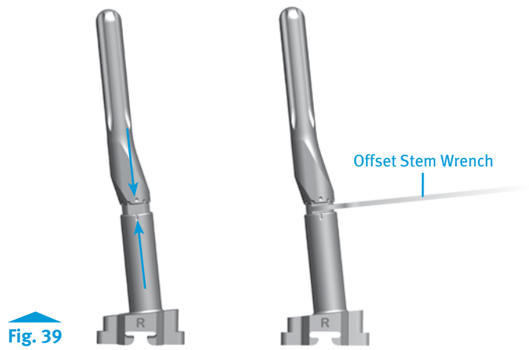

Fig. 39
- Rotate the Offset Stem Extension Provisional so the appropriate number is lined up to the position noted earlier **(Fig. 39)**.